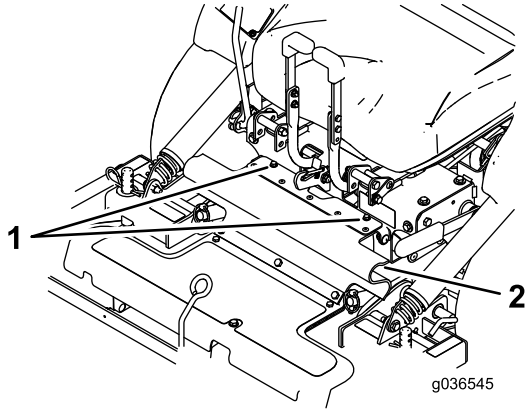

Figur 23
3. Løsne boltene som er festet til gummivernet (Figur 23).